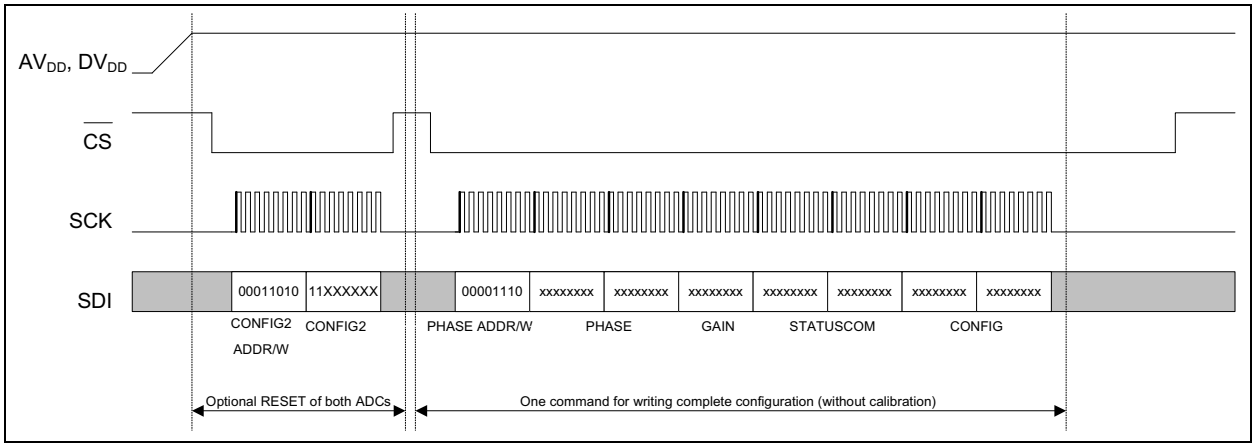

FIGURE 6-8: *Recommended Configuration Sequence at Power-up.*
- Write all Configuration registers in one communication (see Figure 6-8)
It is recommended to enter into ADC Reset mode for both ADCs, just after power-up. It is because the desired MCP3911 register configuration may not be the default one. In this case, the ADC outputs undesired data. Within the ADC Reset mode (RESET<1:0> = `11`), the user can configure the whole part with a single communication. The write commands automatically increment the address so that the user can start writing the PHASE register and finish with the CONFIG register in only one communication (see Figure 6-8). The RESET<1:0> bits are in the last byte of the CONFIG register to allow exiting the Soft Reset mode, and have the whole part configured and ready to run in only one command.